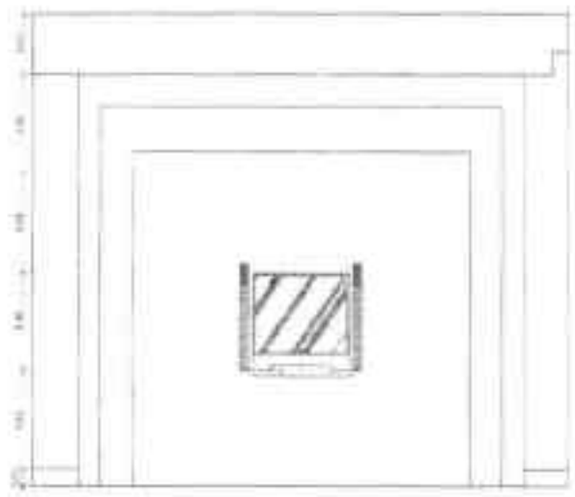

图19-115 标注剩余尺寸
Step 14 执行“连续”命令，对图形进行连续尺寸标注，如图 19-115 所示。